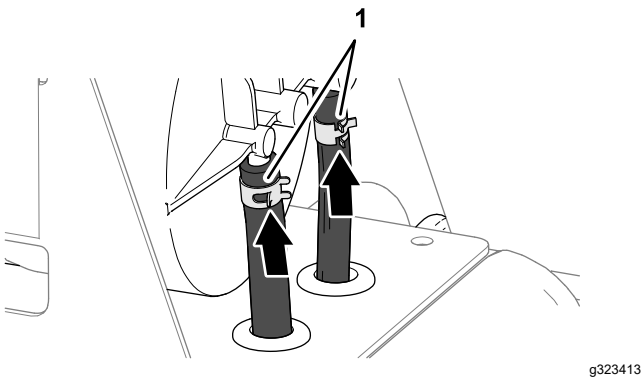

Figura 91
4. Fixe os tubos aos encaixes com as braçadeiras (Figura 91).